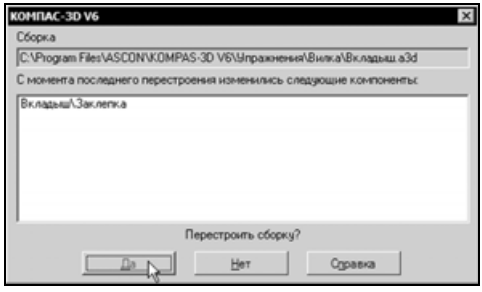

Рис. 7.100
- На экране появится сообщение о том, что в сборке **Вкладыш** изменилась деталь **Заклепка**. Щелчком на кнопке **Да** подтвердите необходимость перестроения сборки (рис. 7.100).